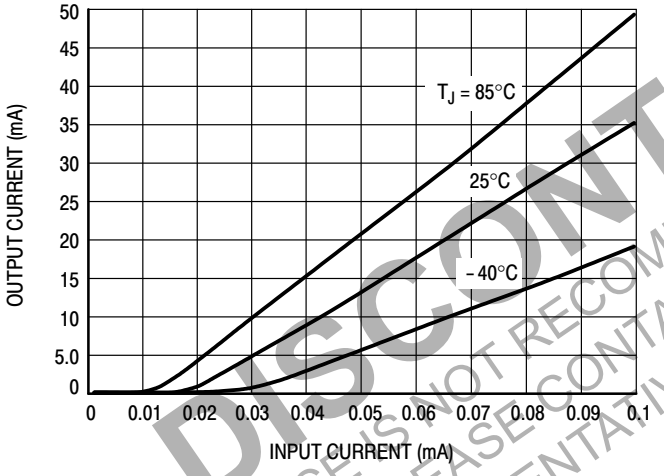

Figure 4. Threshold Effects
5. For levels of input current below 100 μA, use the input threshold curves of Figure 4 to verify that there will be adequate input current available to turn on the MDC3105 at all temperatures.